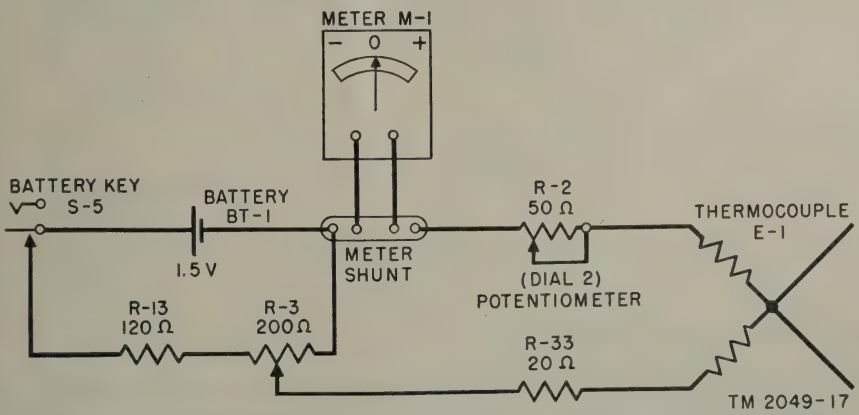

Figure 22. Current flow with calibrate-measure switch in DIAL 2 position.
b. DIAL 2 is the thermocouple heater circuit resistance adjustment. When the calibrate-measure switch is in the DIAL position, the 135-ohm resistor R–14 of the DIAL 1 circuit is replaced by the series circuit (fig. 22) consisting of the 20-ohm resistor R–33, the thermocouple heater E–1, and the DIAL 2 potentiometer. The